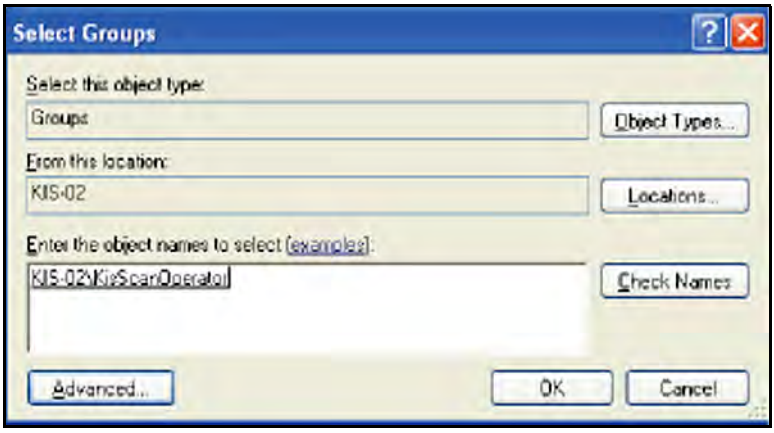

Рис. 122: Окно выбора групп с выделенной группой
11. Выделив соответствующую группу в окне *Select Groups (Выбор групп)* (см. *Рис. 122* ниже), щелкните OK. Теперь пользователь включен в состав выделенной группы.